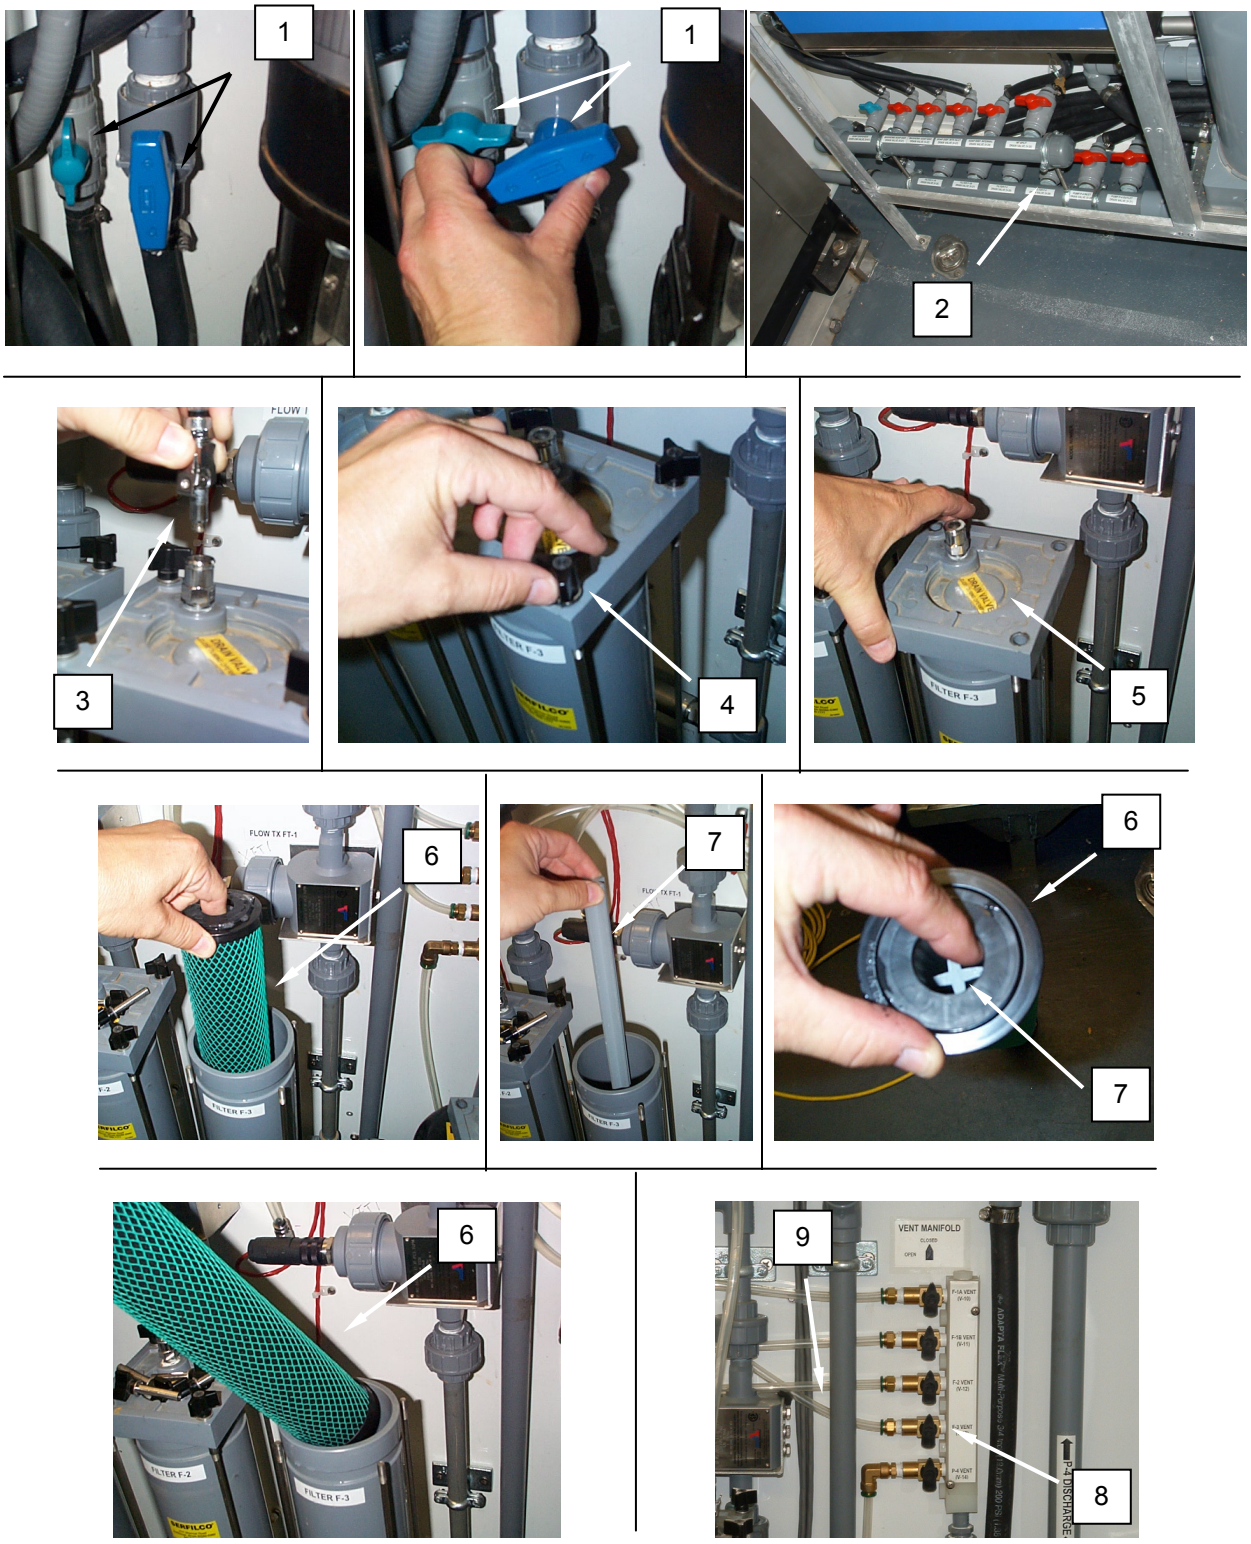
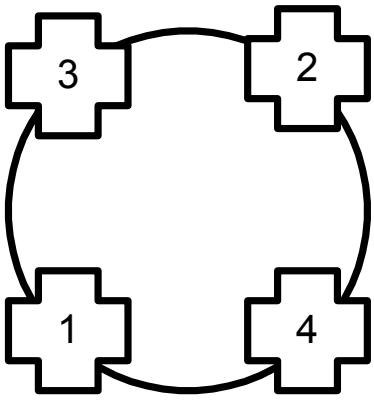

Figure 1. Replace Filter F-3 Filter Cartridge.
Figure 2. Filter Retaining Knob Tightening Sequence.
9. Wet the replacement filter cartridge **(Figure 1, item 6)**, at the exterior service spigot.
13. Install access cover **(Figure 1, item 5)**, and fasten access cover with four thumbscrews **(Figure 1, item 4)**. Ensure the access cover is tightened down evenly in the sequence illustrated in Figure 2.
14. Install vent hose **(Figure 1, item 3)**.
15. Close the filter drain valve V-29 **(Figure 1, item 2)** and open the filter isolation valves V-59 and V-43 **(Figure 1, item 1)**.
17. Once the system is back into operation processing laundry, monitor the vent tubing **(Figure 1, item 9)**; when clear water with no bubbles is observed, close the F-3 vent valve V-29.